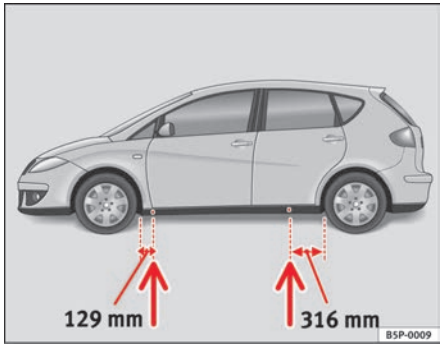

Fig. 176 The jacking points
– Locate the jacking point under the door sill closest to the wheel being changed ⇒ fig. 176.
Recesses at the front and rear of the door sills mark the jacking points ⇒ fig. 176. A position has been made for each wheel. Do not fit the jack anywhere else.